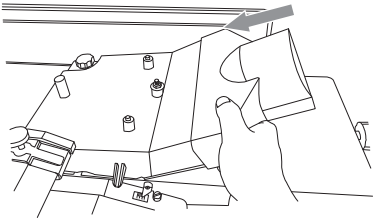

Fig. 27
> Deslice el adaptador del puerto de extracción (7) sobre el puerto de extracción. (Fig. 27)